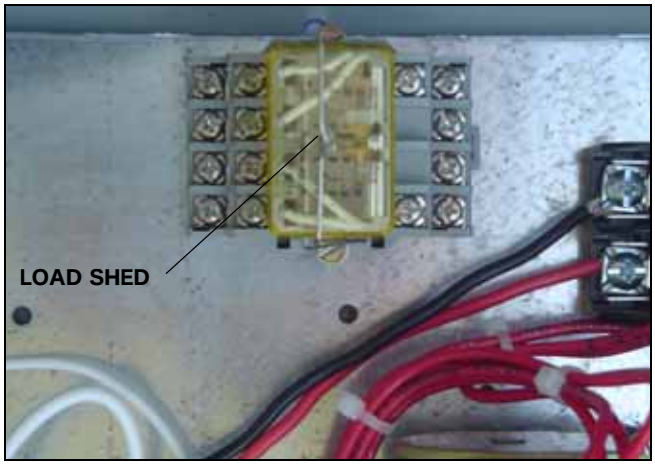
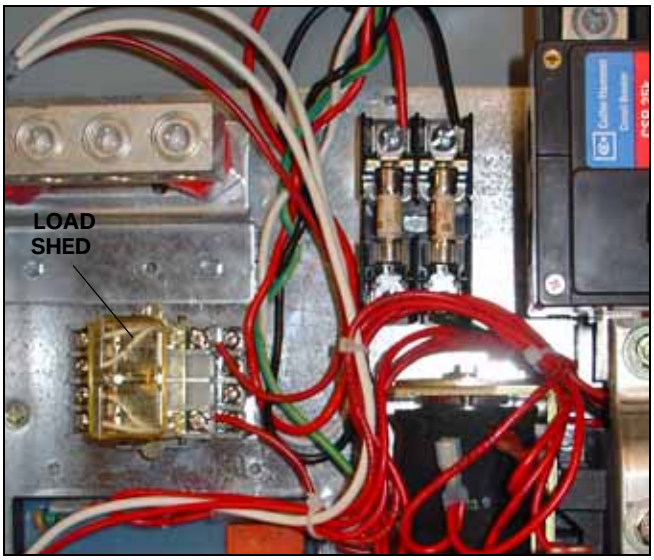

Figure 4. Load Shed Installed on the Base Plate of a Standard ATS
Figure 5. Load Shed Installed on the Base Plate of an SE ATS.
Step 1: Turn the utility (Source 1) power off and turn the generator (Source 2) control selector switch to the "OFF" position before attempting to install the load shed.Align the load shed with the existing holes near the top of the base plate, directly above the contactor, for standard ATSs (see Figure 4), and directly below the neutral bar for SE ATSs (see Figure 5). Secure the load shed to the base plate using the hardware supplied.